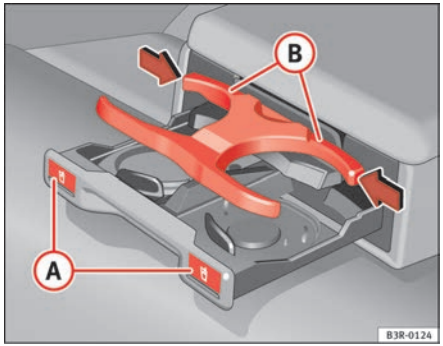

Fig. 124 Drink holder in the rear armrest
– Press the symbol (A) ⇒ fig. 124.